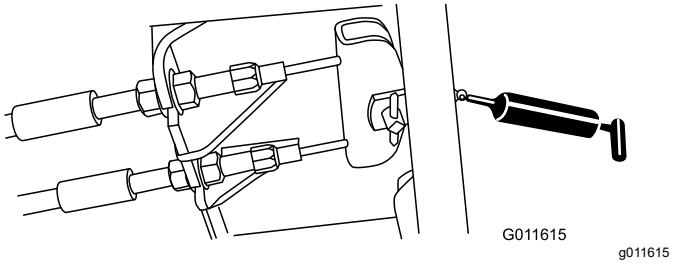

Rysunek 83
- Pedał hamulca (1) (Rysunek 83)